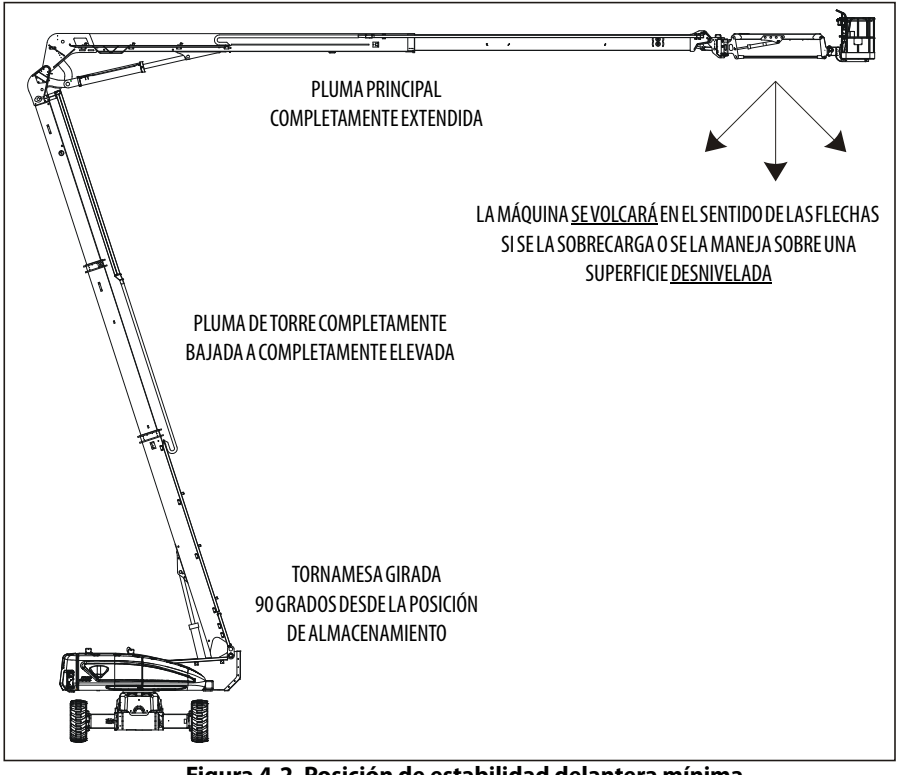
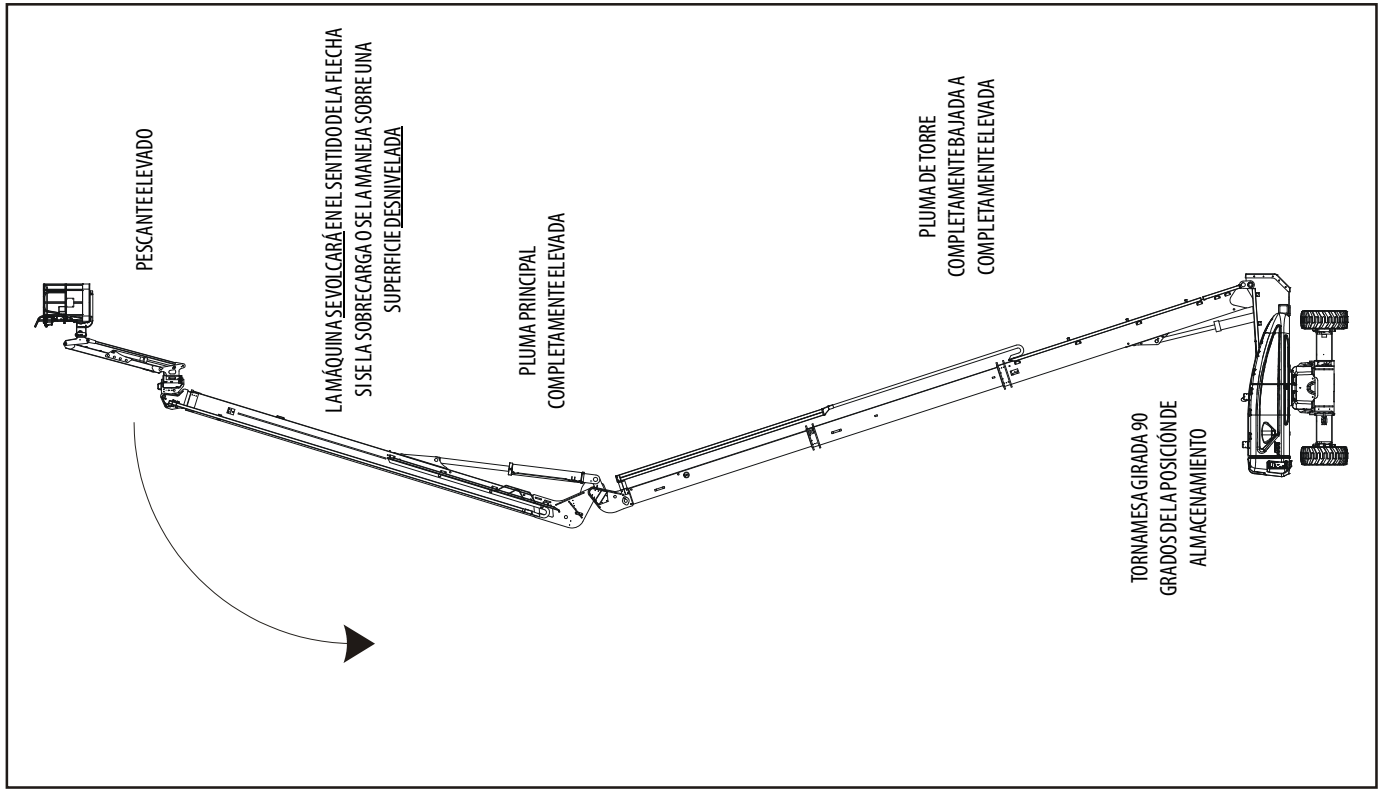

Figura 4-2. Posición de estabilidad delantera mínima
Figura 4-4. Posición de menor estabilidad trasera - Hoja 2 de 2
La estabilidad de la máquina depende de dos (2) condiciones, las cuales se denominan estabilidad DELANTERA y estabilidad TRASERA. La posición de la máquina que ofrece la estabilidad DELANTERA mínima se ilustra en (Ver la Figura 4-2.); la posición que ofrece la estabilidad TRASERA mínima se ilustra en (Ver la Figura 4-4.)